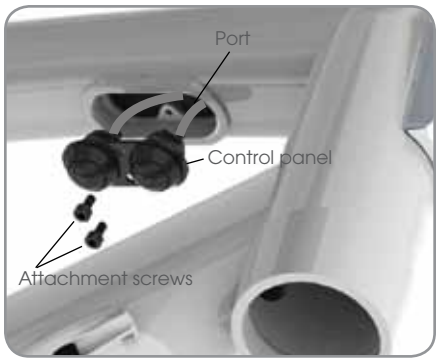

Figure 23. Control panel exploded
Check that the panel is securely attached to the frame. Tighten the attachment screws (Figure 23) to 0.7 Nm.
3. Remove the attachment screws (Figure 23).